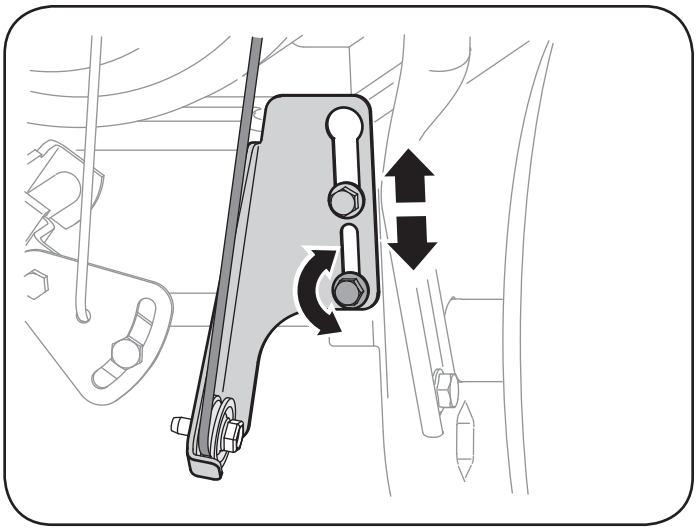

Figura 9
5. Afloje la tuerca hexagonal inferior del soporte del cable de la transmisión. Vea la figura 9.